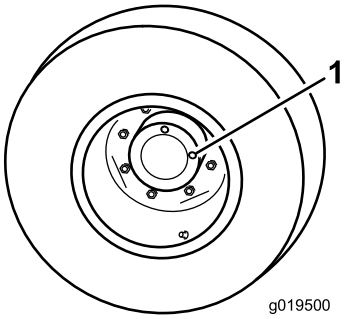

図 14
1. 水平な床面で、点検プラグ図 14の1つがが時計の 12 時を指し、もうひとつが 3 時を指すようにマシンを駐車する。
2. 3時の位置にあるプラグを外す図 14。オイルが点検穴の下ふちまであれば適正である。